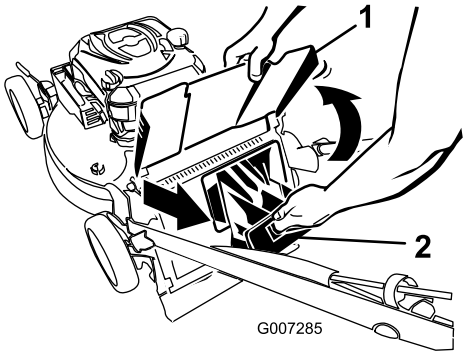

Figur 20
2. Hev og hold oppe utslippsavlederen (Figur 20).
3. Trekk ut bakre utslippsplugg (Figur 20).
1. Hev og hold oppe utslippsavlederen (Figur 20).
2. Trekk ut bakre utslippsplugg (Figur 20).